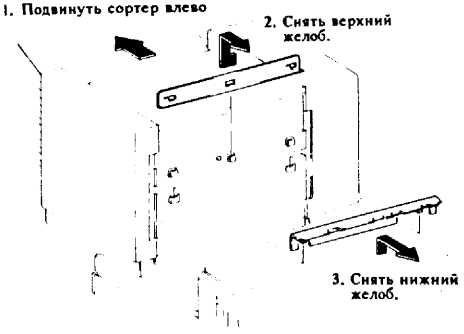

Рис.5 Снятие желоба бумаги
7. Снять желоб бумаги (рис.5).